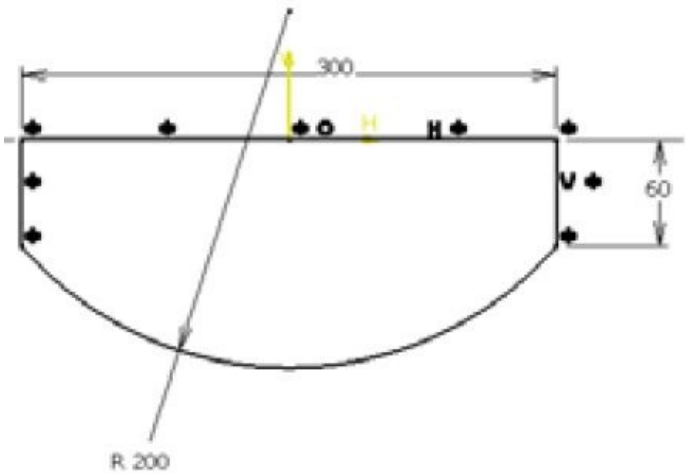

Figure 7-30 *Sketch of the base feature*
a. Start a new file in the **Part** workbench of CATIA V5 and create the base feature of the model by extruding the sketch drawn on the zx plane, refer to Figures 7-30 and 7-31.
1. Start a new file in the **Part** workbench and draw the sketch of the base feature by selecting the zx plane as the sketching plane, as shown in Figure 7-30.